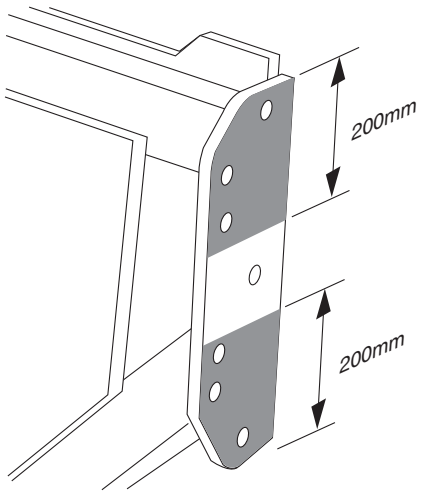

Fig. 6 - Retaining Compound Application Areas
7. Apply retaining compound (Loctite™ 638) to the areas of the tailgate (3) identified on Figure 6, at BOTH ENDS of the tailgate.
8. Transfer the lifting tackle to the tailgate (3) and lift it into position at the rear of the body. Loosely assemble